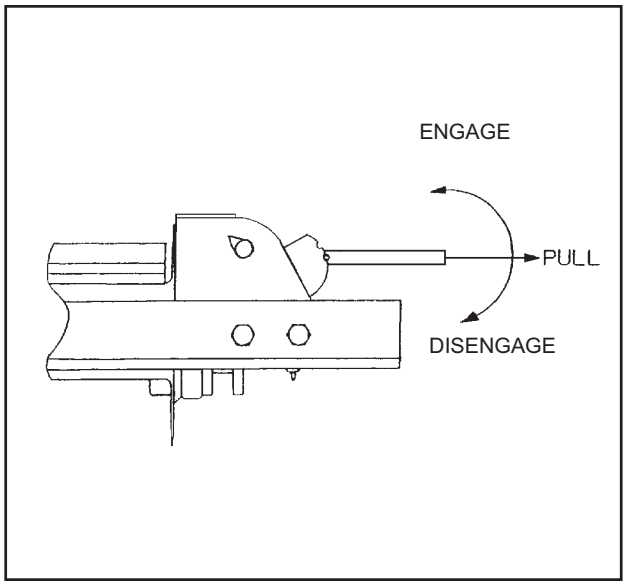

Figure 3-8 12,000# Winch Clutch
3-16.2 The **WINCH CLUTCH HANDLE (See Figure 3-8 and 3-9)** is located on the right or curb-side end of the winch assembly. The function of the **WINCH CLUTCH HANDLE** is to engage or disengage the winch, allowing it to respond to the **WINCH HYDRAULIC LEVER**. For trailers equipped with optional **PNEUMATIC WINCH CONTROL** (20,000 lb. and 30,000 lb. winches only), the control is a switch on the control panel **(See Figure 3-4)**. If the semitrailer also has the optional winch air tensioner, it also is controlled by the same switch on the control panel. For the 20,000 lb. and 30,000 lb. winch, this switch controls both the clutch and the winch air tensioner simultaneously. For the 12,000 lb. winch, this switch controls only the air tensioner.
a. The **12,000 lb. WINCH CLUTCH HANDLE** has two positions: **(See Figure 3-8)**